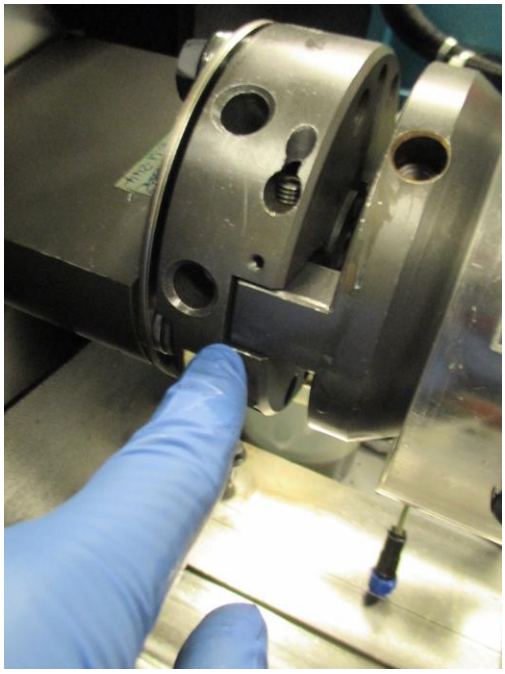

Рисунок 2.7 Зазор между муфтами привода
2. Отведите кулачковый механизм в сборе, пока между муфтой машины и муфтой кулачкового механизма не будет зазор около 1 мм. См. Рисунок 2.7.